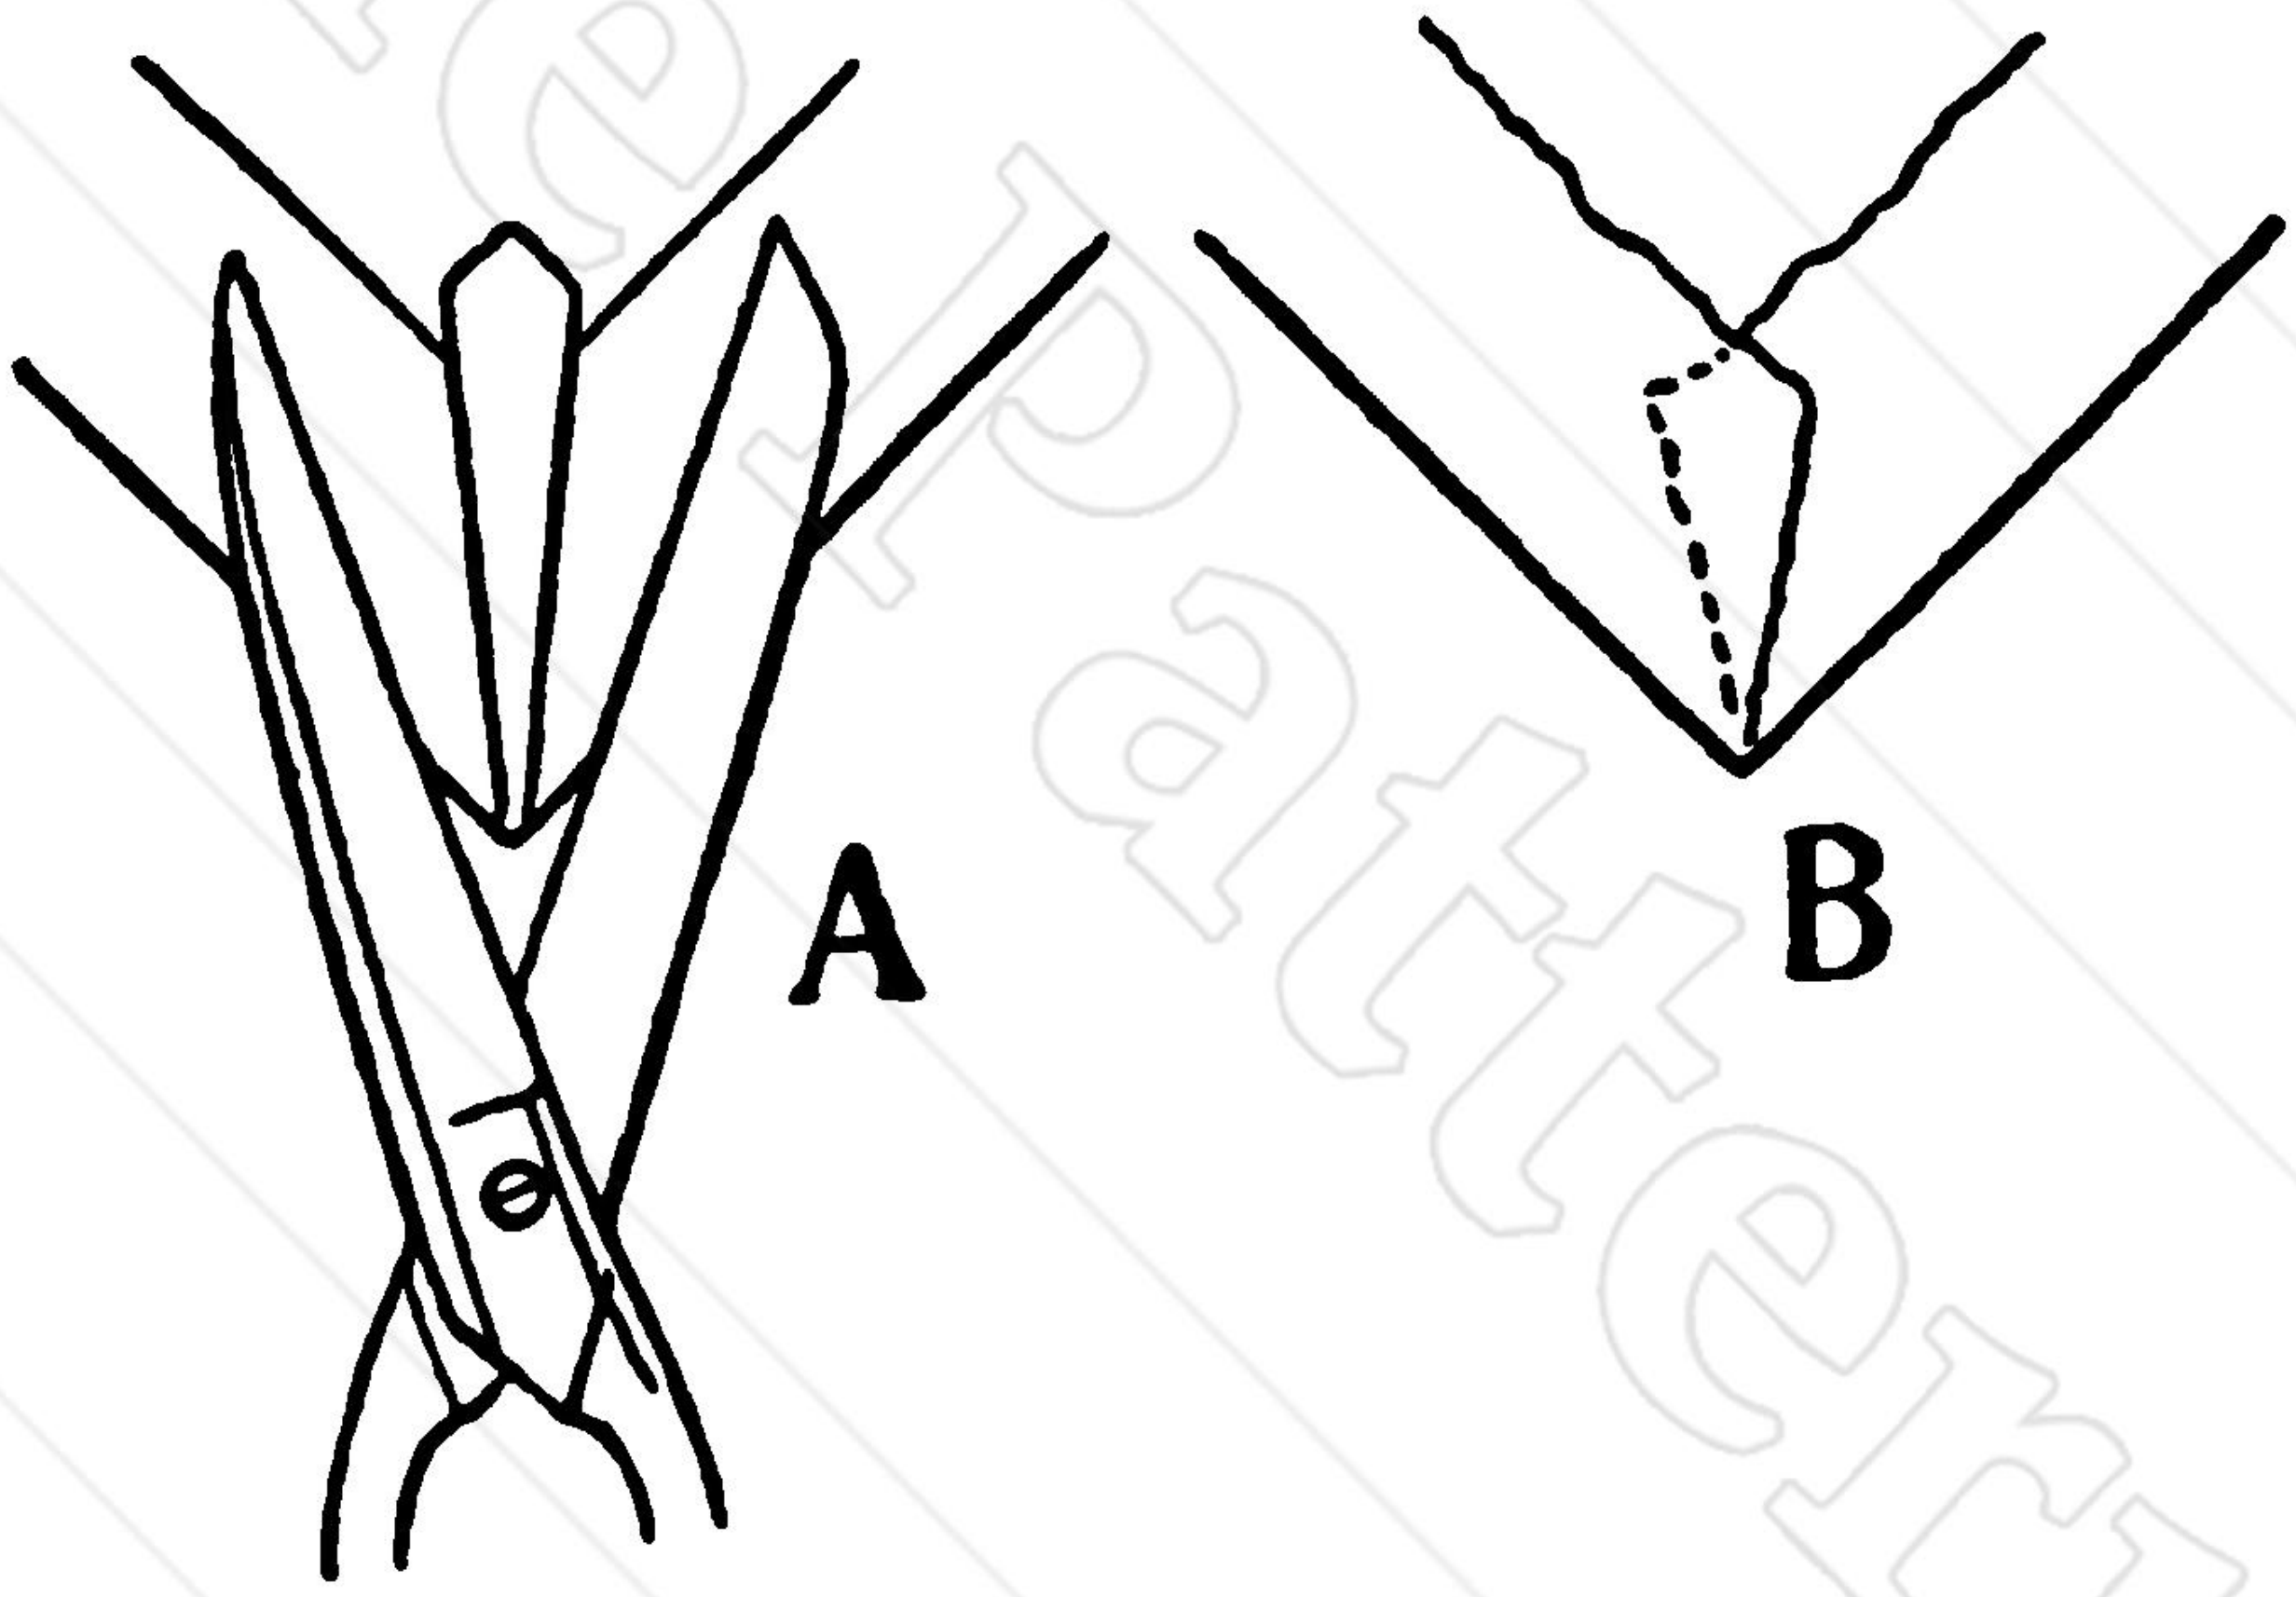

FIG. 65.
inside squeezed out and removed. When the fore-edge of both boards has been turned in, the head and tail must also be turned in. A little paste is put on to that part of the leather that will turn in below the headband, and this portion is neatly tucked in between the boards and the back. The turned-in edge must lie quite evenly, or it will result in a ridge on the back. The leather is turned in on the two boards in the same way as described for the fore-edge, and the edge rubbed square with a folder. At fig. 64 is shown a convenient form of folder for covering. At the corners the leather must be pulled over as far as possible with two folders meeting at the extreme point, the object being to avoid a cut in the leather at the corner of the board. The folds so formed must be cut off with the scissors (see fig. 65, A), then one edge tucked neatly under the other, (B). Care must be taken throughout not to soil the edges of the leaves.